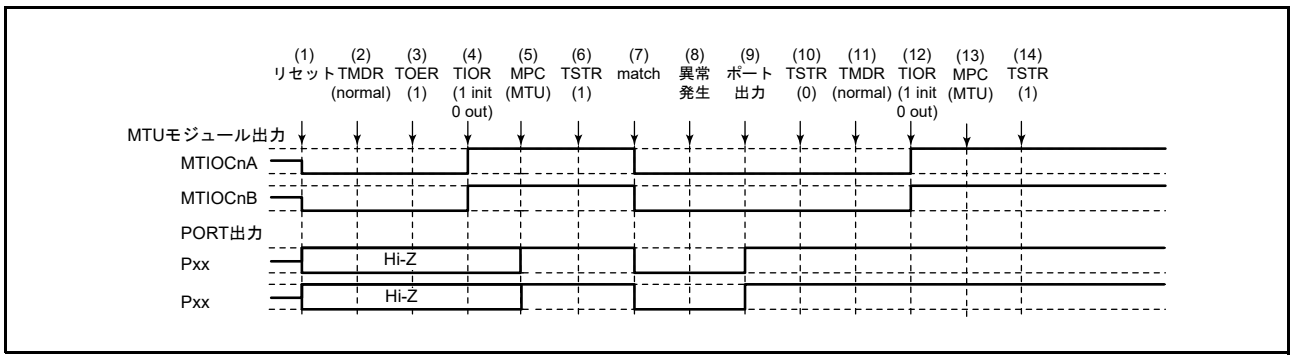

図 22.154 ノーマルモードで異常が発生し、ノーマルモードで復帰する場合
ノーマルモードで異常が発生し、再設定後ノーマルモードで再スタートする場合の説明図を図 22.154 に示します。
(1) ～ (10) は図 22.154 と共通です。
(11) PWM モード 1 を設定します。
(12) TIOR レジスタで端子を初期化してください（PWM モード 1 では MTIOCnB（MTIOCnD）端子に波形が出力されません。出力すべきレベルがある場合は、I/O ポートのポート方向レジスタ（PDR）、ポート出力データレジスタ（PODR）で汎用出力ポートの設定をしてください。
(13) MPC と I/O ポートのポートモードレジスタ（PMR）で MTU 出力としてください。
(14) TSTRA（TSTRB）レジスタで再スタートします。
(11) PWM モード 2 を設定します。
(12) TIOR レジスタで端子を初期化してください（PWM モード 2 では周期レジスタに使用した TGR レジスタに対応する端子に波形が出力されません。出力すべきレベルがある場合は、I/O ポートのポート方向レジスタ（PDR）、ポート出力データレジスタ（PODR）で汎用出力ポートの設定をしてください）。
(14) TSTRA レジスタで再スタートします。
(11) 位相計数モードを設定します。
(12) TIOR レジスタで端子を初期化してください。
(11) TIOR レジスタでノーマルモードの波形生成部を初期化してください。
(12) TIOR レジスタでノーマルモードの波形生成部の動作を禁止してください。
(13) TOERA（TOERB）レジスタで MTU3、MTU4（MTU6, MTU7）の出力を禁止してください。
(14) TOCR1A、TOCR2A（TOCR1B, TOCR2B）レジスタで相補 PWM の出力レベルと周期出力の許可 / 禁止を選択してください。
(15) 相補 PWM を設定します。
(16) TOERA（TOERB）レジスタで MTU3、MTU4（MTU6, MTU7）の出力を許可してください。
(17) MPC と I/O ポートのポートモードレジスタ（PMR）で MTU 出力としてください。
(18) TSTRA（TSTRB）レジスタで再スタートします。